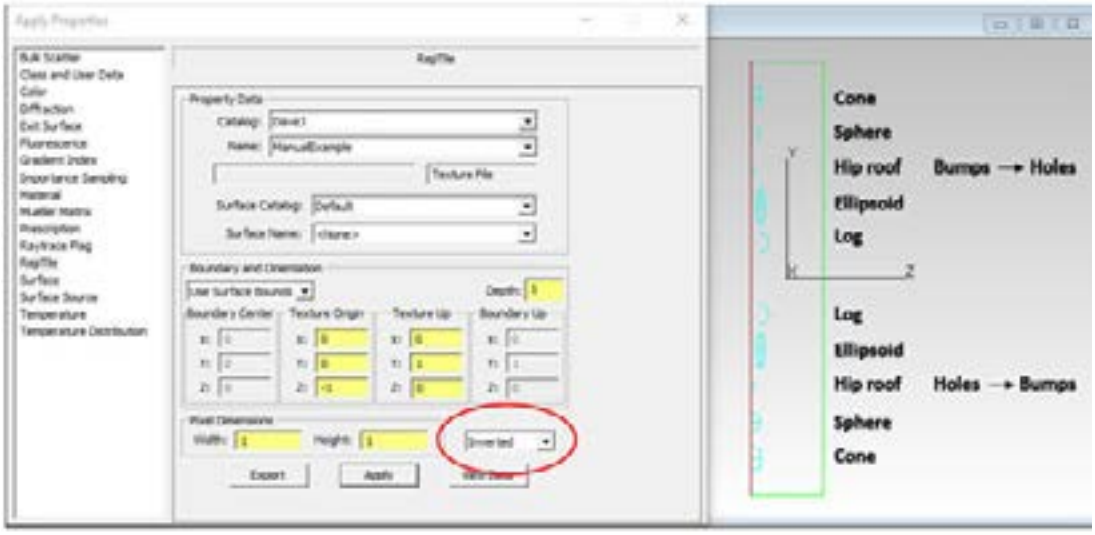

FIGURE 4.38 - Textured RepTile visualization showing the inverted orientation for a RepTile property that originally contains Holes and Bumps.
- 図 4.38：特徴が反転しているため、向きはテクスチャファイルで指定された通りに反転されます。